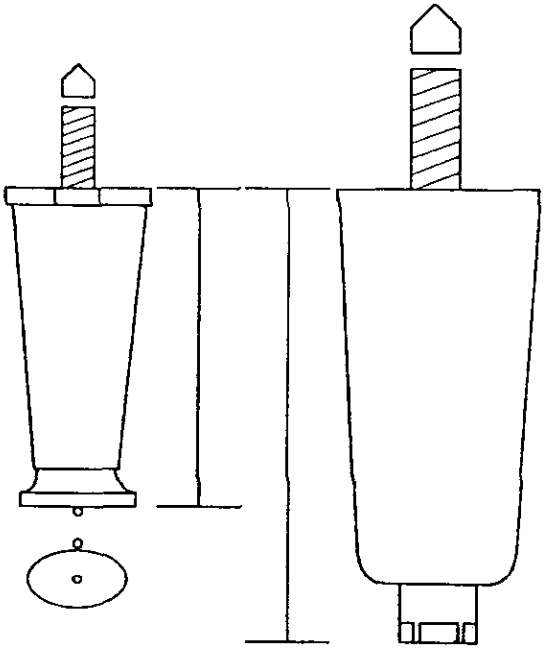

FIGURE 1
4. Install the adjustable legs. Tighten the legs and level the machine. (See Figure 1).